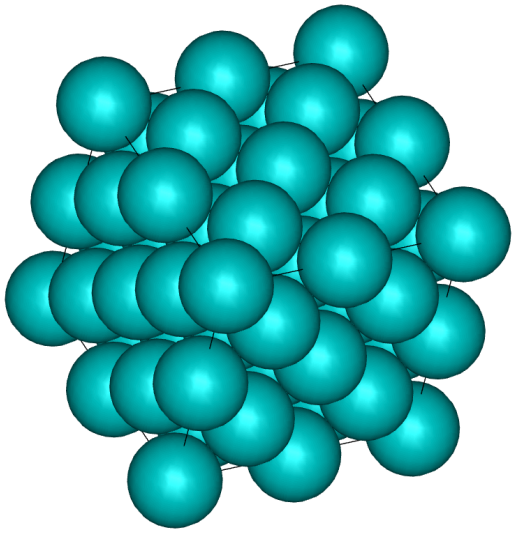

Figure 3: A FCC Lattice.
2.3. Build a FCC lattice. The implementation of the FCC lattice was written in `fcc_lattice.c`. Some code snippets are shown in Sec. 3.2. The generated data file is `fcc.dat`. The visualized FCC lattice is shown in Fig. 3.